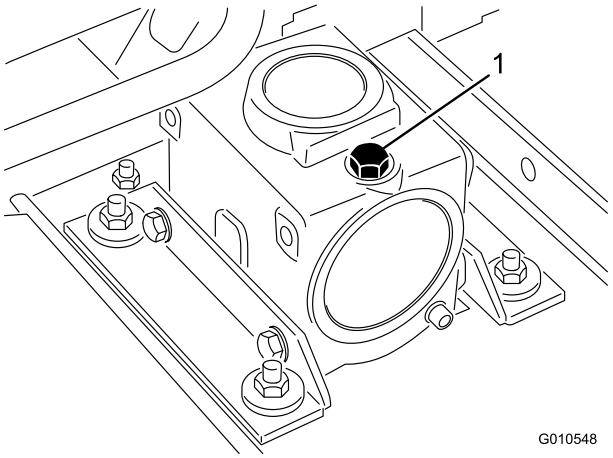

Figure 18
3. Retirez la jauge/le bouchon de remplissage du haut du boîtier d'engrenages (Figure 18) et vérifiez que le niveau de lubrifiant se situe entre les repères de la jauge.